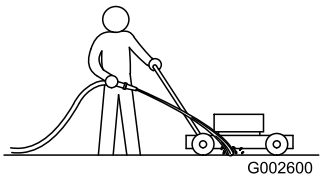

Figur 30
1. Spruta en vattenstråle framför det **högra** bakhjulet medan motorn är igång och gräsklipparen befinner sig på en plan stenbelagd yta (Figur 30).